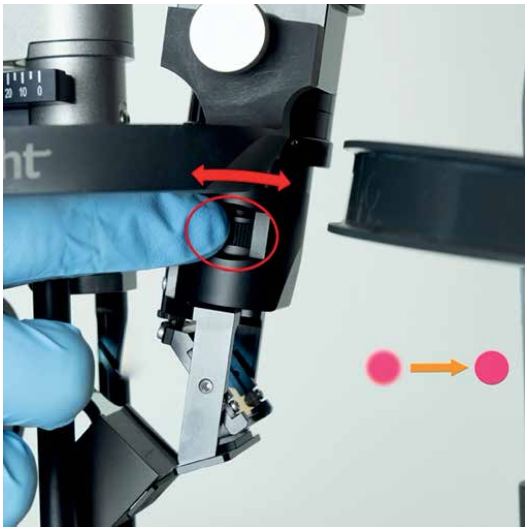

Figure 53. *Adjustment of the spot location vertically by tilting the mirror with a dial (highlighted with the circle).*
The spot is focused by turning the wheel located on the side of the lower part of the SLA (Figure 53). The re-focusing protocol in section 4.4.4 on page 65 must be followed. The working area (distance between spot focus and SLA mirror axis) is adjustable in the range 37.5–47.5 mm.
8. Make sure SLA focal plane (SLA spot has sharp edges on the target plane) matches that of the slit lamp spot. If needed, adjust the focal of the SLA spot as shown in Figure 53.